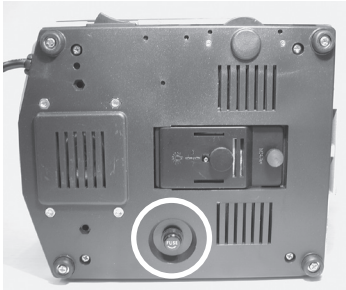

Figure 17
2. Carefully lay the microscope on its side and locate the fuse holder (circled in figure 17).